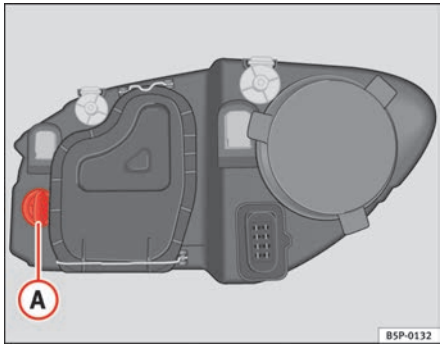

Fig. 186 Turn signal lamps
- Rotate the lamp holder ⇒ fig. 186 (A) to the left and pull.